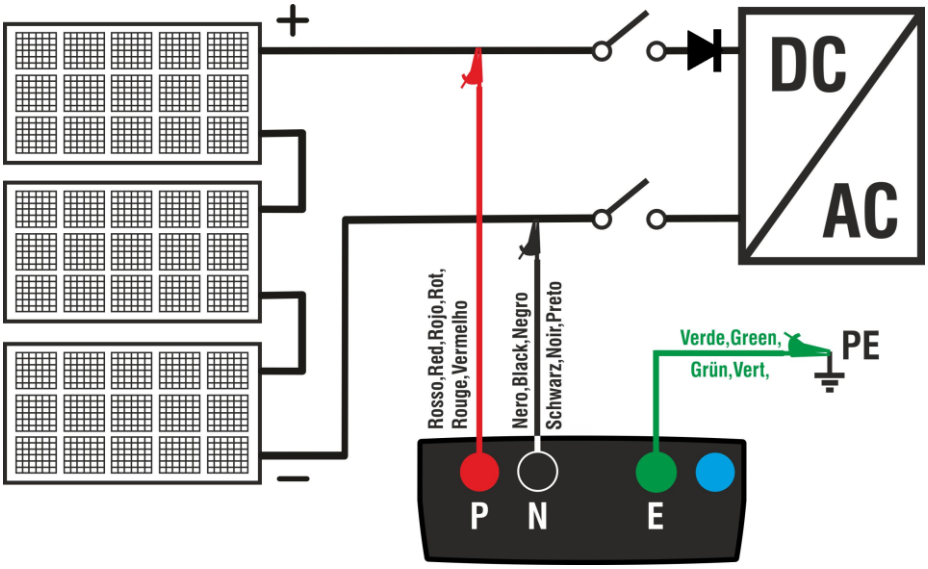

Fig. 8: Collegamento strumento per misura di isolamento in modo GFL
8. Collegare lo strumento alla stringa FV in prova come mostrato in Fig. 8. **Si ricorda che occorre sezionare anche eventuali scaricatori connessi ai cavi della stringa e che è consigliabile eseguire la misura a monte di eventuali diodi di blocco**
2. Collegare lo strumento alla stringa FV in prova come mostrato in Fig. 8